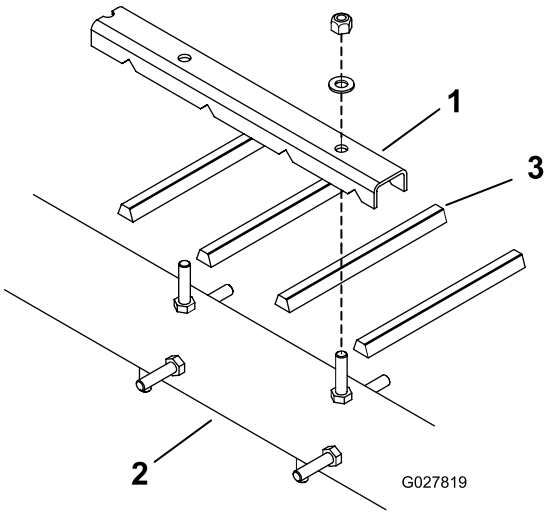
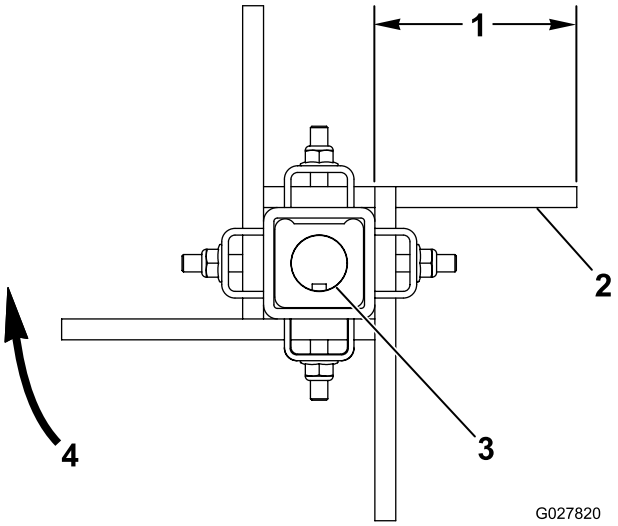

Figura 11
Figura 12
1. Desaperte as porcas e anilhas que prendem as pinças dos dentes ao rotor (Figura 11 e Figura 12).
3. Instale novos dentes da correia (Figura 11 e Figura 12) Os dentes da correia saem das pinças dos dentes cerca de 10 cm.